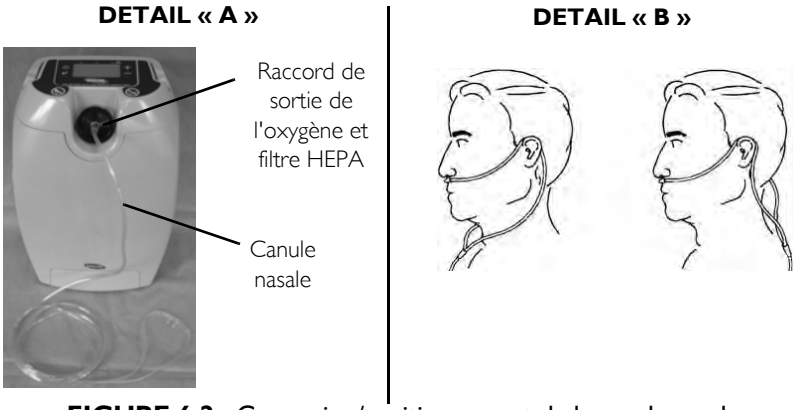

**FIGURE 6.2** Connexion/positionnement de la canule nasale
*REMARQUE : Pour cette procédure, veuillez vous référer à FIGURE 6.2.*